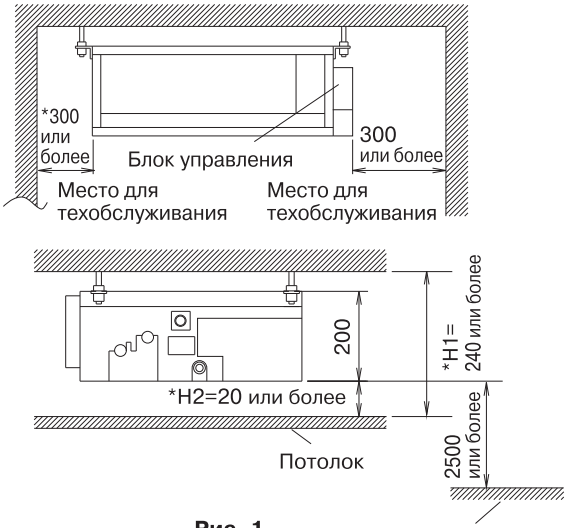

Рис. 1
(1) Выберите для установки такое место, где соблюдаются указанные ниже условия и удовлетворяются требования пользователя.
- С наличием свободного пространства, достаточного для технического и сервисного обслуживания. **(См. рис. 1)**